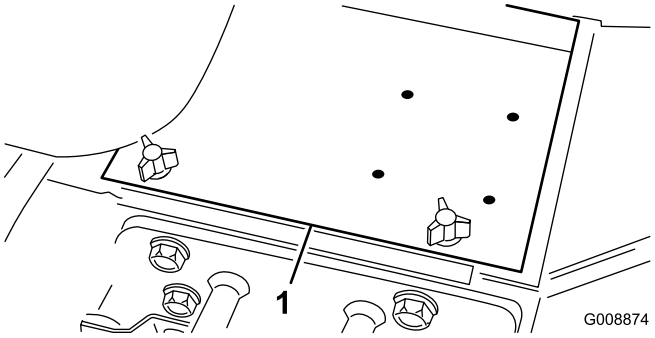

Figur 4
3. Fjern batteridækslet (Figur 4).